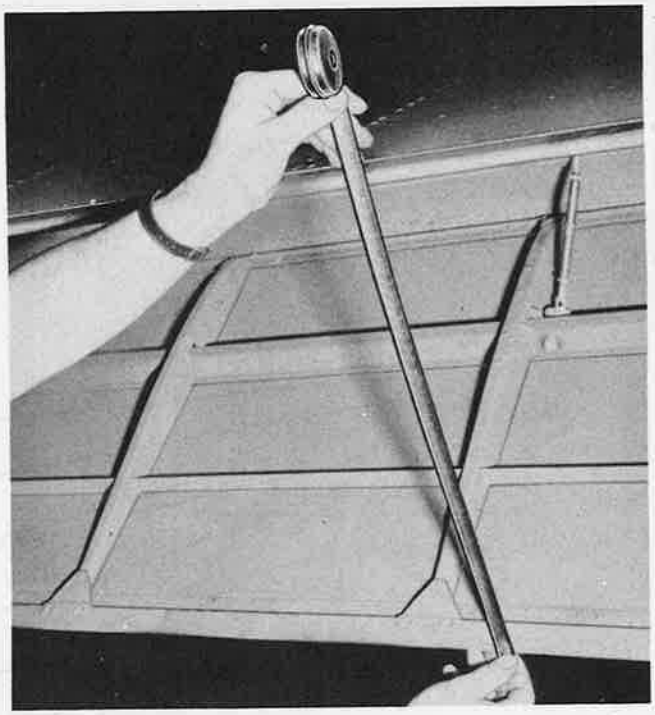

Figure 357—Wing Flap Throw Measurement
4. Connect all turnbuckles from rod to flap. Adjust turnbuckles until the trailing edge of the flaps is approximately 18-½ inches (45 degrees ± 2 degrees) from the trailing edge of the wing. (See figure 357.)